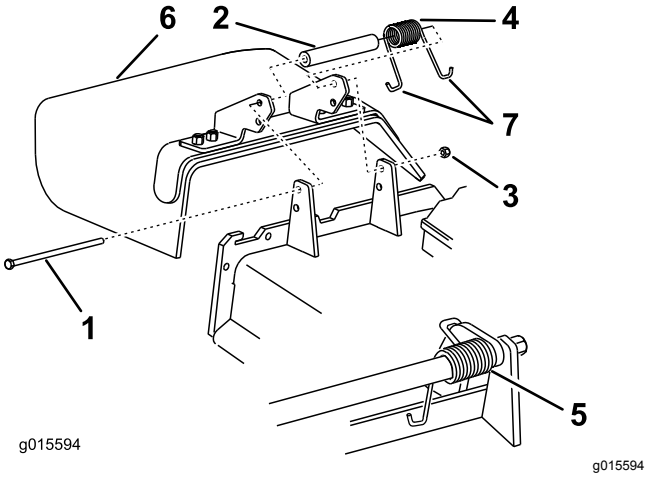

Figure 122
1. Retirez le contre-écrou, le boulon, le ressort et l'entretoise qui fixent le déflecteur aux supports de pivot (Figure 122).
2. Déposez le déflecteur d'herbe s'il est endommagé ou usé (Figure 122).
Remarque: Prenez soin de placer une extrémité en J du ressort derrière le bord du plateau avant de mettre le boulon en place, comme montré à la Figure 122.
6. Accrochez une extrémité en J du ressort au déflecteur d'herbe (Figure 122).